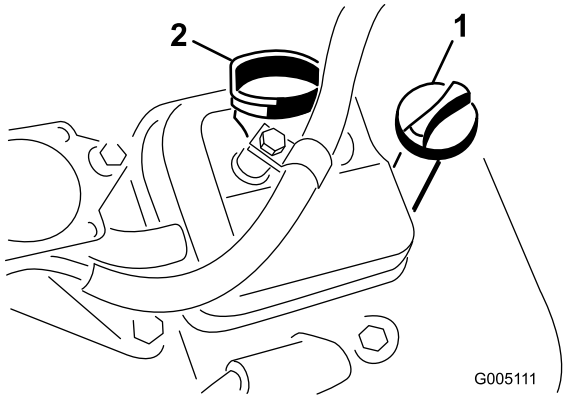

Figur 19
2. Fjern målepinden, og aftør den med en ren klud. Sæt målepinden ned i målepindsrøret, og sørg for, at den sidder helt i bund (Figur 19).